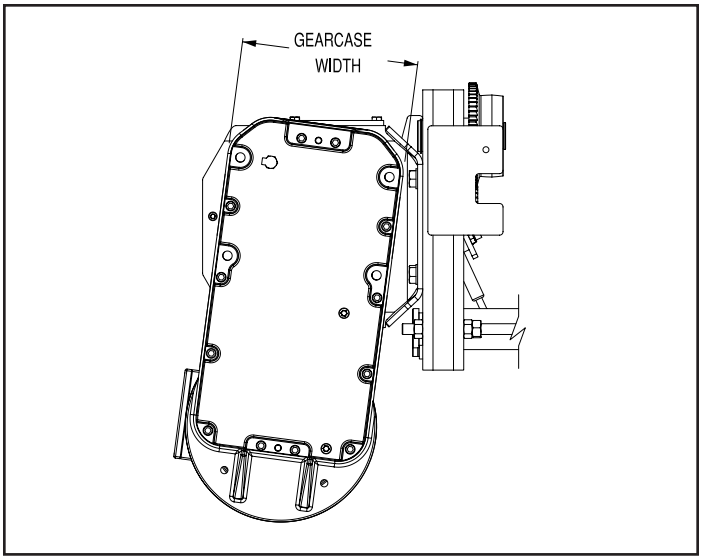

Figure 4-2. Gearcase Width Illustration
e) Refill through filler hole to proper level (bottom of oil level plug hole) using GCOH (Paragraph 4-7). The amount of oil required depends on the overall size of the gearcase; three sizes are used for World Series hoists. To determine size and amount of oil to add, measure the width of hoist gearcase (see Figure 4-2). The "B" Frame measures 9-3/4" wide and requires approximately 5 quarts of oil. The "C" Frame measures 12-1/2" and requires approximately 11 quarts of oil. The "D" Frame measures 17" and requires approximately 12 quarts of oil.